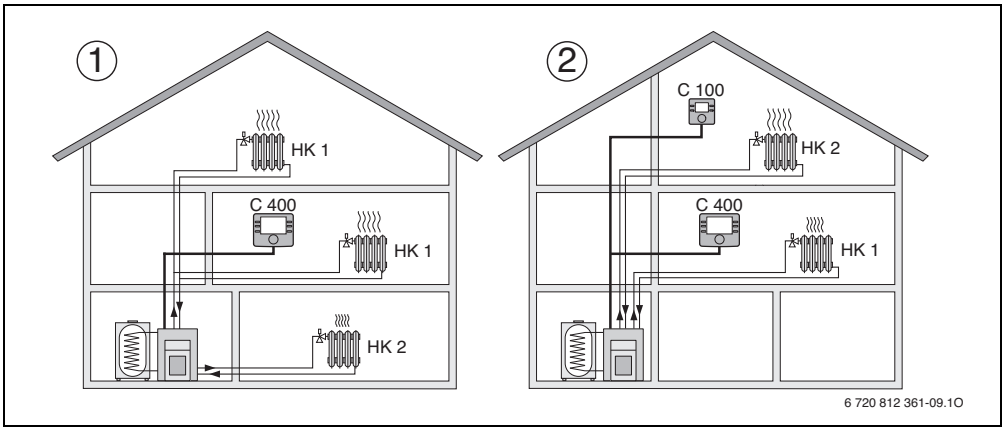

Рис. 1 Примеры отопительных систем с одним и с двумя отопительными контурами
- квартира в сочетании с мастерской (→ рис. 1, [1])
- дом со сдаваемой внаём квартирой с CW 400/CW 800 как регулятором и с CR 100 как дистанционным управлением (CR 400 устанавливается в контрольном помещении дома, CR 100 - в контрольном помещении сдаваемой квартиры, → рис. 1, [2])